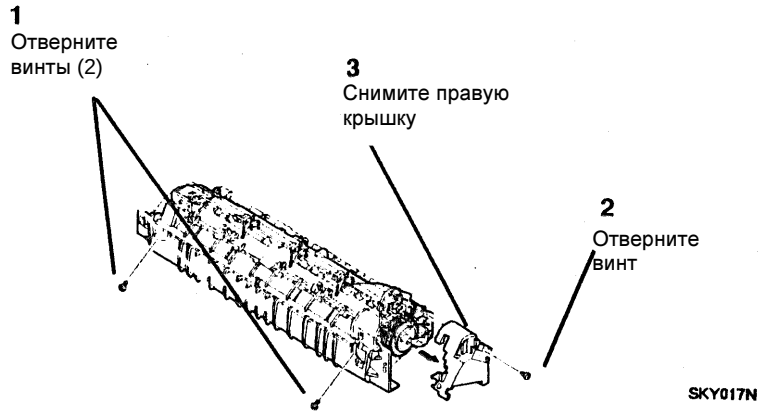

Рисунок 1. Снятие правой концевой крышки
5. (Рисунок 1): Снимите правую концевую крышку.